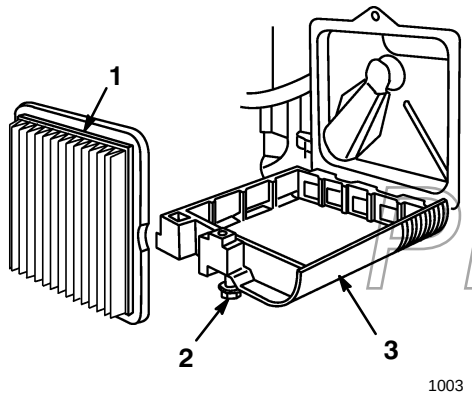

Afbeelding 19
3. De schroef waarmee het luchtfilterdeksel aan de motor bevestigd is losdraaien (Afb. 19). Luchtfilterdeksel omlaag klappen en het deksel grondig reinigen.
4. Papieren luchtfilterpatroon uitnemen en wegwerpen (Afb. 19).